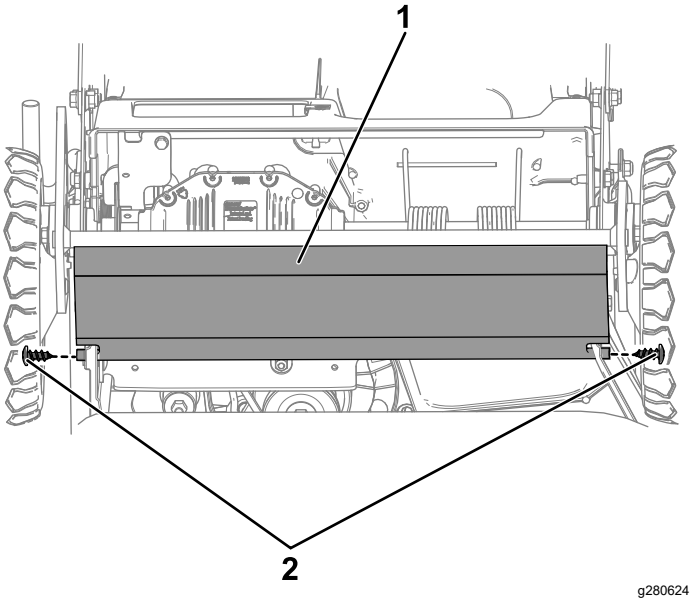

**Figure 48**
9. Déposez la tôle de protection en retirant les 2 boulons qui la maintiennent en place (Figure 48).